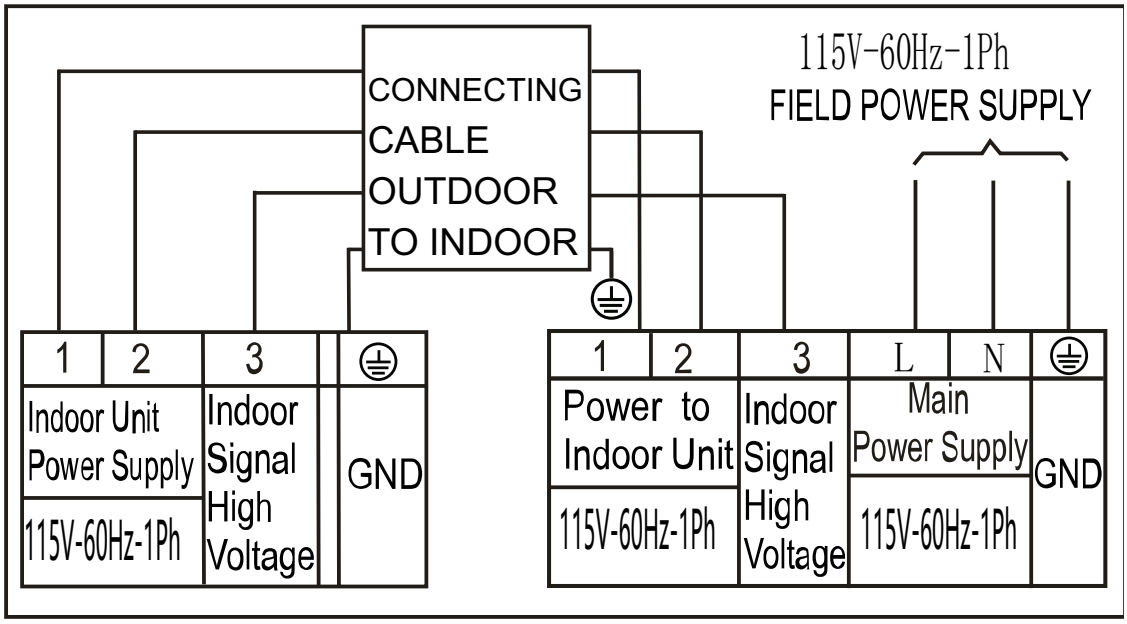
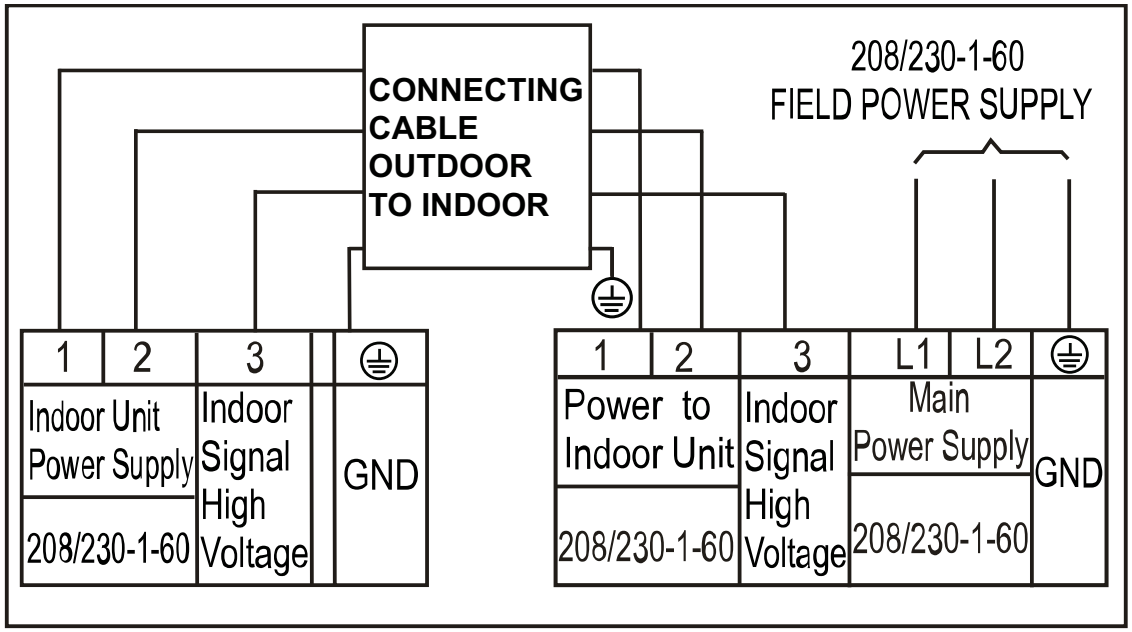

**Fig. 25 —Connection Diagram (115V)**
**Fig. 26 — Connection Diagram (208/230V)**
8. Connect the wiring from the outdoor unit per the connection diagram (see Figure 25 - Figure 26).